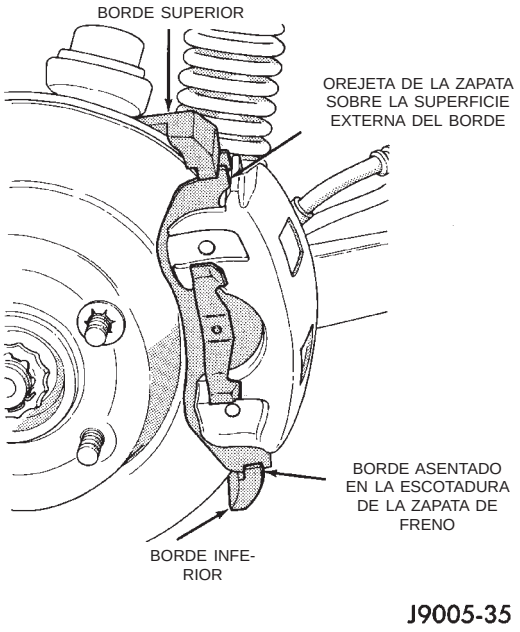

Fig. 29 Instalación del calibrador
(2) Instale el calibrador posicionando las escotaduras del extremo inferior de las zapatas de freno en el borde de instalación inferior. Instale luego el calibrador sobre el rotor y asiente los extremos superiores de las zapatas de freno en el borde de instalación superior (Fig. 29).